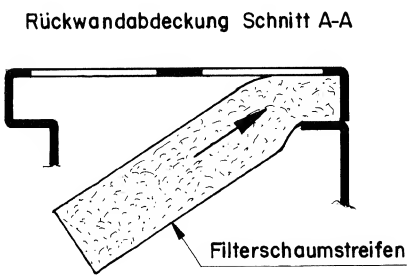
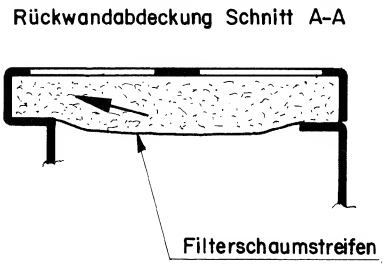

Fig. 3.4.58
Fig. 3.4.59
- Filterschaumstreifen nach Fig. 3.4.58 in Nut drücken. Anschliessend nach Fig. 3.4.59 ganz einlegen und den Filterschaumstoff hinter den Lüftungsschlitzen gleichmässig verteilen.